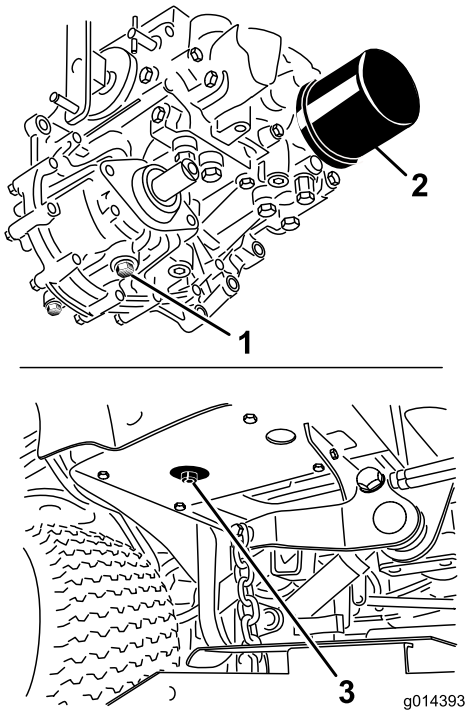

Figur 49
3. Placer en stor bakke under hydraulikbeholderen og gearkassen, og skru propperne af, så al hydraulikvæsken kan løbe af (Figur 49).
4. Rengør området omkring hydraulikoliefilteret, og afmonter det (Figur 49).